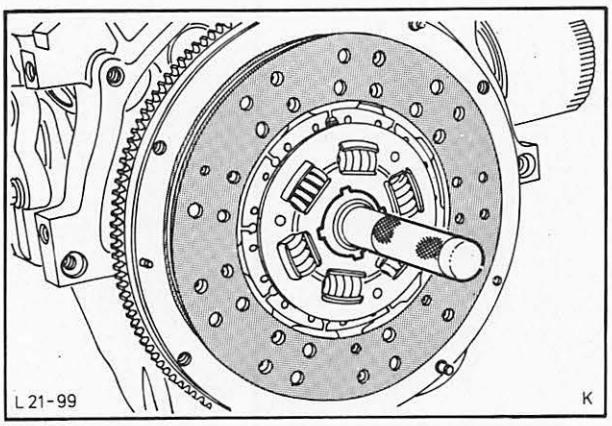

Abb. 133 Reibscheibe mit Spezialwerkzeug 21-067 (GH-7554) zentrieren
76. Reibscheibe mit Spezialwerkzeug 21-067 (GH-7554) zentrieren, Abb. 133. Druckplatte auf die Paßstifte aufsetzen und mit vorgeschriebenem Drehmoment festziehen.